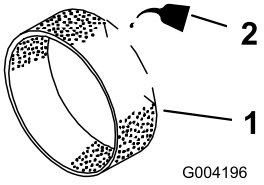

Rysunek 19
3. Nalóż na filtr wstępny ok. 25–50 cm3 oleju (Rysunek 19).